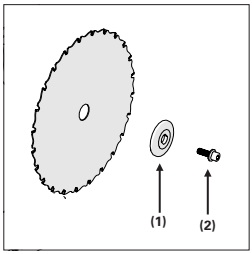

Fig. 30
Instale la brida exterior (1) (con la cara plana sobre la herramienta) y el tornillo del husillo (2) **(Fig. 30)**.